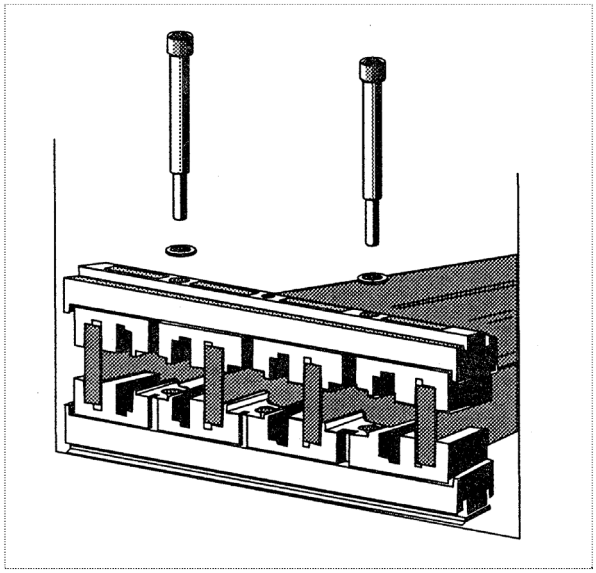

Рисунок 2-28: Одношинная система главных сборных шин ≤ 50 кА-1 с
- При использовании одной шины на одну фазу см. Рисунок 2-28.
Примечание: С мая 1997 г. при расширении состава устройств все шинные соединения располагаются на пересечении двух панелей, (см. Рисунок 2-28)